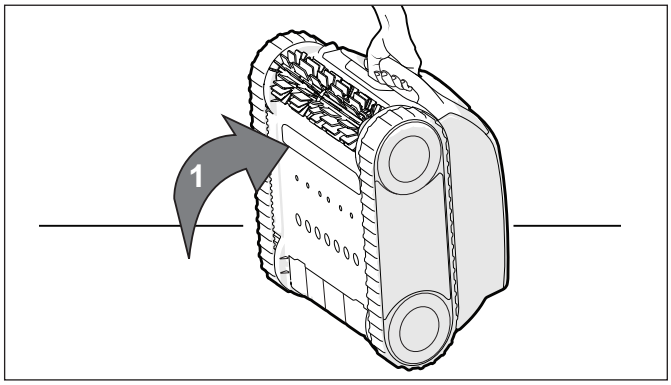

Figura 16. Limpiador en posición vertical
1. Coloque el limpiador en posición vertical sobre uno de sus extremos (consulte la Figura 16).